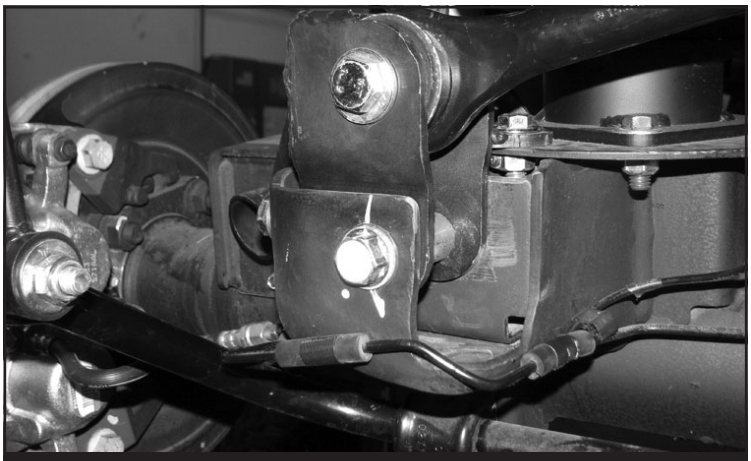

FIGURE 77 - STEP 69
69. Locate the supplied 9/16”-18x 4” bolt, nut and washers and install the rear track bar into the new location. Torque to 184 ft-lbs. **SEE FIGURE 77**